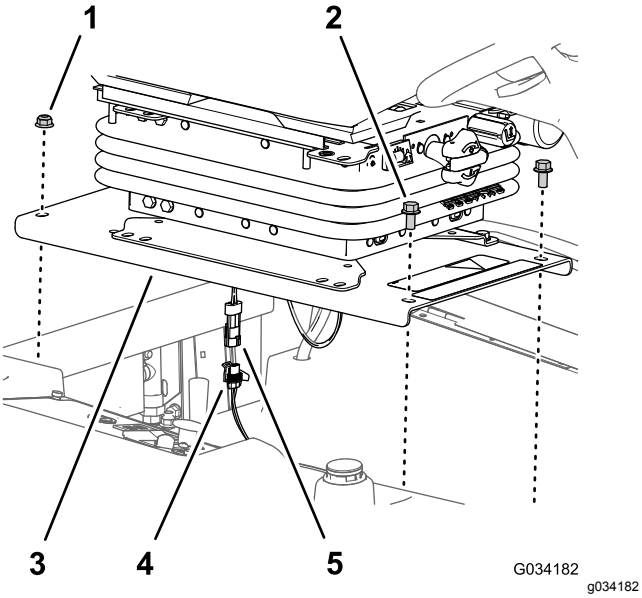

Figur 33
1. Ta bort de två flänsskruvarna (3/8 x 3/4 tum) som håller fast fronten på sätesplattan på maskinchassit (Figur 33).
2. Ta bort de två flänslåsmuttrarna (3/8 tum) som håller fast bakdelen på sätesplattan på maskinchassit (Figur 33)..
4. Dra ut kontakten med två uttag för brytarkablaget för förarnärvaro från kontakten med två uttag för maskinens kablage (Figur 33).
2. Anslut kontakten med två stift för brytarkablaget för förarnärvaro till maskinens kablagekontakt med två uttag. Se Figur 33.
3. Rikta in de bakre hålen i sätesplattan (Figur 33) med de två vagnsskruvarna (3/8 x 1 tum) i kylarkanalen.
4. Montera sätesplattan (Figur 33) på vagnsbultarna med de två flänslåsmuttrarna (3/8 tum) som du tog bort i steg 2 av Ta bort sätet och sätesplattan (sida 40).
5. Rikta in de främre hålen på sätesplattan (Figur 33) med gängorna på tankstängerna.
6. Montera sätesplattan (Figur 33) på tankstängerna med de två flänsskruvarna (3/8 x 3/4 tum) som du tog bort i steg 1 av Ta bort sätet och sätesplattan (sida 40).